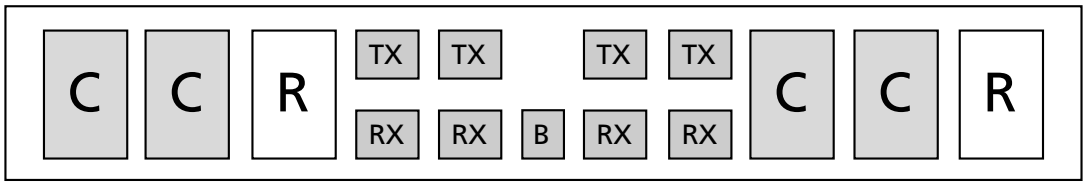

Figure 1-4 • **AX SuperCluster**
Two C-cells, a single R-cell, two Transmit (TX), and two Receive (RX) routing buffers form a Cluster, while two Clusters comprise a SuperCluster (Figure 1-4). Each SuperCluster also contains an independent Buffer (B) module, which supports buffer insertion on high-fanout nets by the place-and-route tool, minimizing system delays while improving logic utilization.